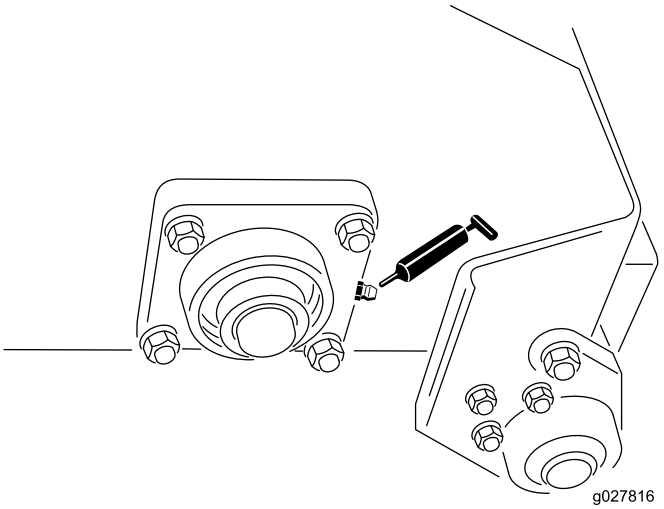

Figura 8
- Cuscinetti del rotore con punte (2) (Figura 8)